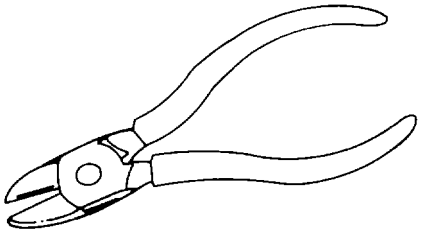

Figure 4-42. Diagonal Cutting Pliers
(2) *Diagonal cutting pliers*. The diagonal cutting pliers, shown in figure 4-42, have a fixed pivot. The jaws are offset by about 15-degrees and are shaped to give enough knuckle clearance while making flush cuts. The diagonal cutting pliers are used for cutting small, light objects such as wire, cotter pins, and similar items. These pliers are not to be used to hold or grip objects.